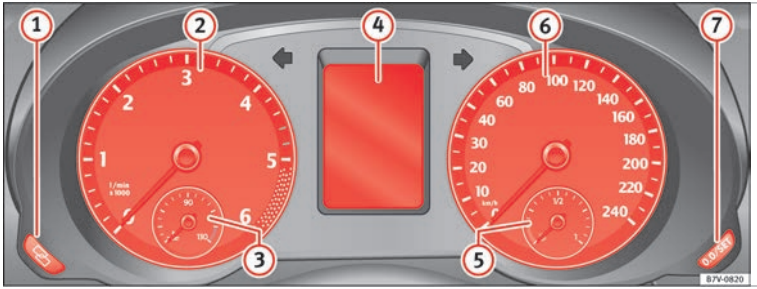

Fig. 119 Instrument panel, on dash panel
Details of the instruments ››› **Fig. 119**:
– To continue setting, press 0.0 / SET ››› Fig. 119 ⑦. Hold button down to scroll through the numbers quickly.
② **Rev counter** (with the engine running, in thousands of revolutions per minute).
Together with the gear-change indicator, the rev counter offers you the possibility of using the engine of your vehicle at a suitable speed. The start of the red area ››› Fig. 119 indicates the maximum engine speed working at operating temperature. However, it is advisable to change up a gear or move the selector lever to **D** (or lift your foot off the accelerator) before the needle reaches the red zone ››› ❗. We recommend that you avoid high revs and that you follow the recommendations on the gear-change indicator. Consult the additional information in ››› page 199.
A variety of information can be viewed on the instrument panel display ››› Fig. 119 ④, depending on the vehicle equipment:
The service indication is shown on the dash panel display »» Fig. 119 (4).